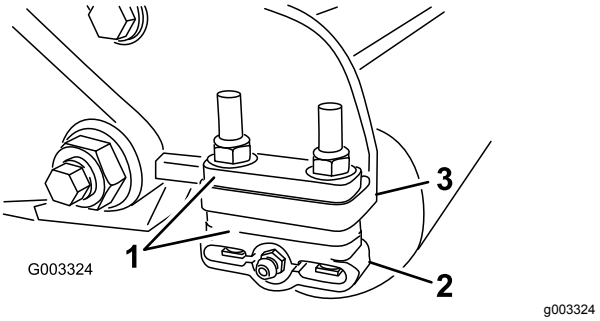

Figure 11
1. Réglez les supports du rouleau arrière (Figure 11) à la plage de hauteur de coupe voulue en positionnant le nombre correct d'entretoises sous le rebord de la plaque latérale (Figure 11) en vous reportant au tableau des hauteurs de coupe.